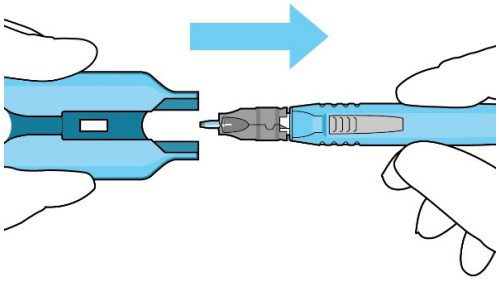

Figure 34
- Withdraw the insertion tool handle, which is now attached to the gripper tips and implant, by slowly pulling the carrier and handle apart (Figure 34).